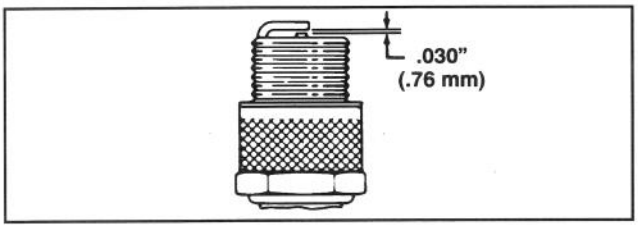

Afbeelding 15
3. Stel de elektrodenafstand af op 0,76 mm (Afb. 15). Installeer de juiste bougie en pakking en draai de bougie stevig vast tot 20 N·m.